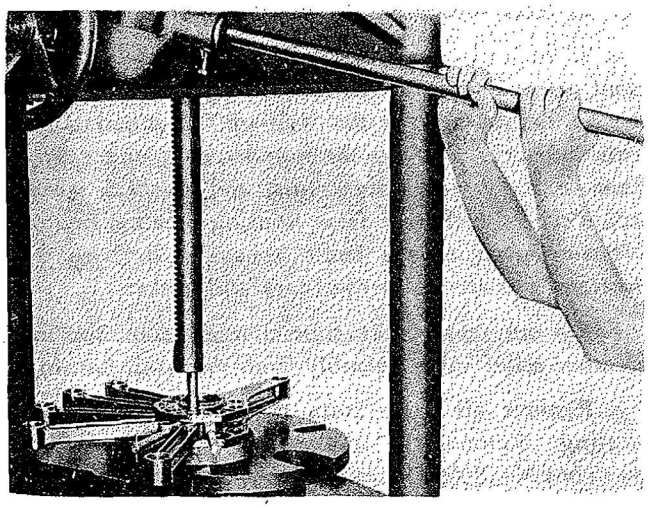
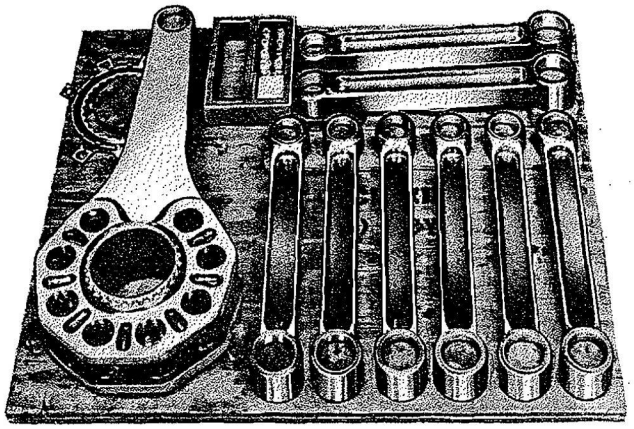

Figure 109—Pressing Out Knuckle Pin
Figure 110—Master and Articulated Rods Rack
d. Place the knuckle pin assembly and disassembly fixture (Tool No. 83913-1) on an arbor press table. (Tool No. 83913 is a set of tools, and includes all tools necessary for removal and installation of knuckle pins.) Locate the knuckle pin to be removed over a hole in the fixture. Insert the two wedges (Tool No. 83913-19) between the flanges of the master rod, one on each side of the articulated rod to be removed, to prevent possible damage to the master rod flanges when pressing out the knuckle pin. Press out the knuckle pin using the removing plug (Tool No. 83913-20) under the arbor, fitting the step on the plug in the step in the knuckle pin. Refer to Figure 109. Remove the knuckle pin and the articulated rod. Remove all remaining knuckle pins and articulated rods in the same manner, each time moving the wedges to the respective articulated rod. Place the parts on a rack as shown in Figure 110. Do not remove the copper-lead master rod bearing unless replacement of this part is found to be necessary. Do not remove the knuckle pin bushings or the piston pin bushings from the articulated rods unless replacement of these parts is necessary. Instructions for replacing the copper-lead master rod bearing, knuckle pin bushings, and piston pin bushings are included in section VII, paragraphs 47 and 48.